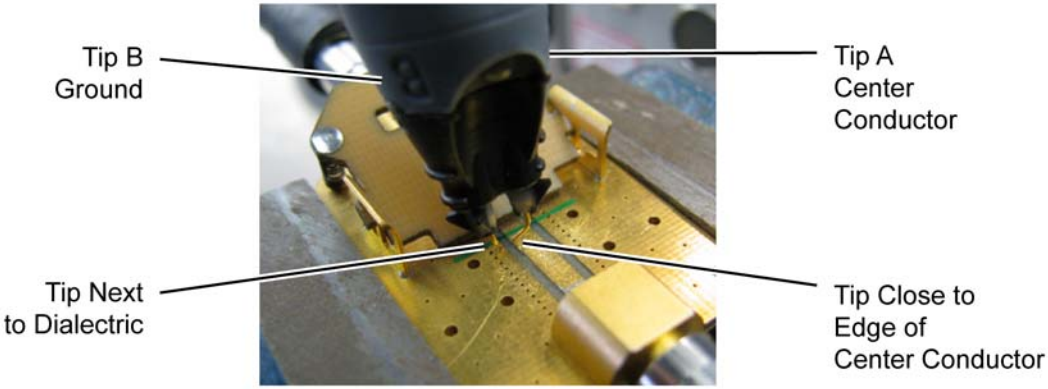

Figure 21 Example of Proper Lead Placement on an E2655B PV Fixture (Browser Tip Shown)
- Clamp the probe leads to the PV fixture's signal or ground. Position the probe tips on the PV fixture as shown in Figure 21. When using the solder-in tip, use the fixture's spring-loaded clamps to hold the leads.